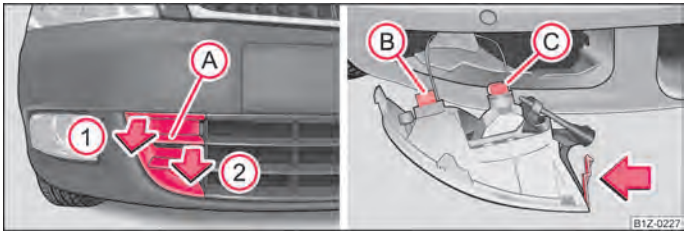

Fig. 185 Front bumper: Protective grille/removing the fog light
Plug Ⓑ - Bulb for daylight driving light ⇒ fig. 185. Plug Ⓒ - Bulb for fog lights.
- Guide the fingers into the opening Ⓐ ⇒ fig. 185.
- By pulling in the direction of arrow ①, first of all slacken the cover in the upper area on the side to the fog lights.
- Afterwards, also slacken the cover on the other side in the direction of arrow ② and remove it.
- Guide your hand into the opening, in which the cover was located, and press the spring bolt ⇒ fig. 185 - right.